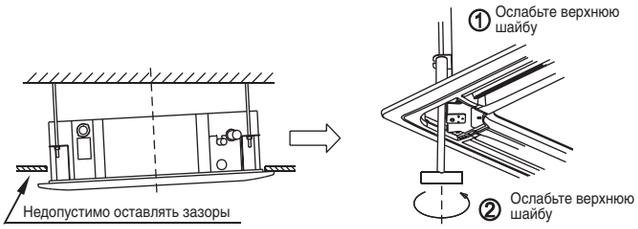

Рис. 4-10
- Регулировка высоты подвеса блока через заглушки, расположенные по углам панели, возможна, в случае, если она не повлечет за собой повреждение трубопроводов (рис. 4-10 справа).